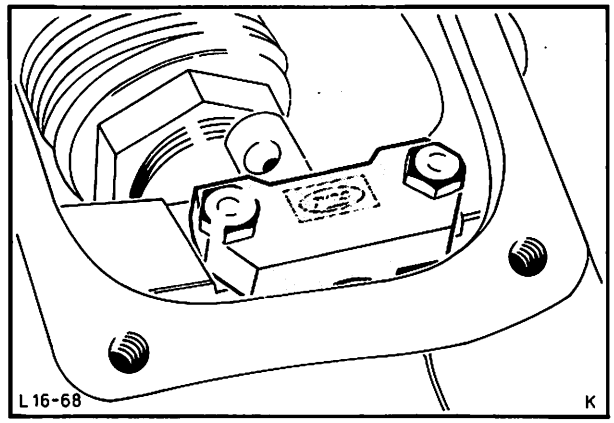

Abb. 84 Lagerbock – Schaltstange
5. Lagerbock – Schaltstange (2 Schrauben) abschrauben und entfernen, Abb. 84.